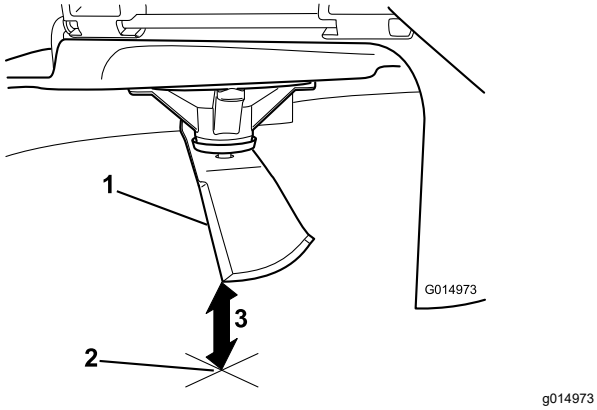

Figura 61
3. Meça da ponta da lâmina até à superfície plana (Figura 61).